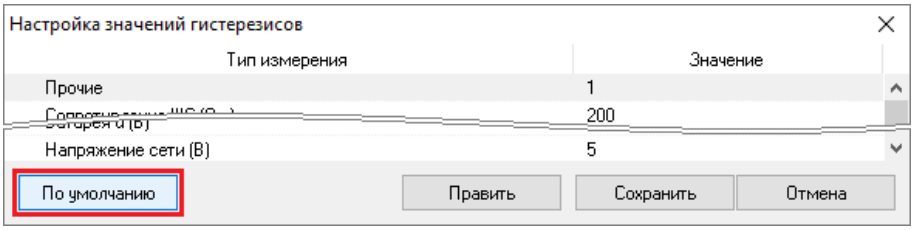

Рисунок 6-243 Возврат к значениям гистерезиса по умолчанию по кнопке "По умолчанию"
– либо нажмите кнопку «По умолчанию» (см. Рисунок 6-243);